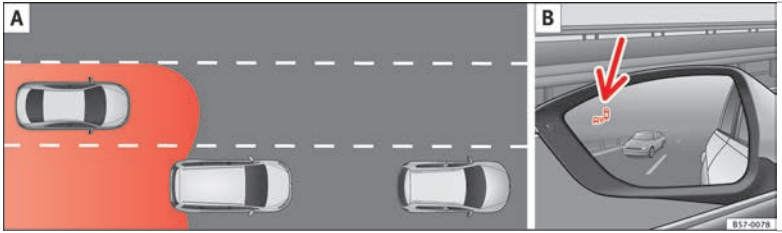

Fig. 209 Schematic diagram: A Passing situation with traffic behind the vehicle. B Indication from the blind spot detector in the left-hand external mirror.
The radar sensors are located on the left and right of the bumper and are not visible from the outside ››› Fig. 208. The sensors monitor both the blind spot and traffic behind the vehicle ››› Fig. 209, ››› Fig. 210. The range to the sides of the vehicle is a bit larger than the width of a lane.
In the following situations, an indication will be displayed in the external mirror ››› **Fig. 209** B (arrow) or ››› **Fig. 210** B (arrow):
- When being overtaken by another vehicle ››› **Fig. 209** A.